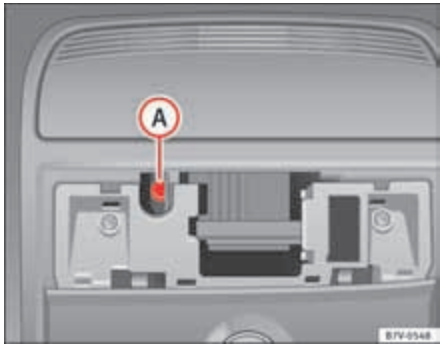

Fig. 203 Allen bolt to close the panoramic sliding roof.
- Insert a standard 4 mm Allen key [2] into the Allen bolt ⇒ fig. 203 (A).